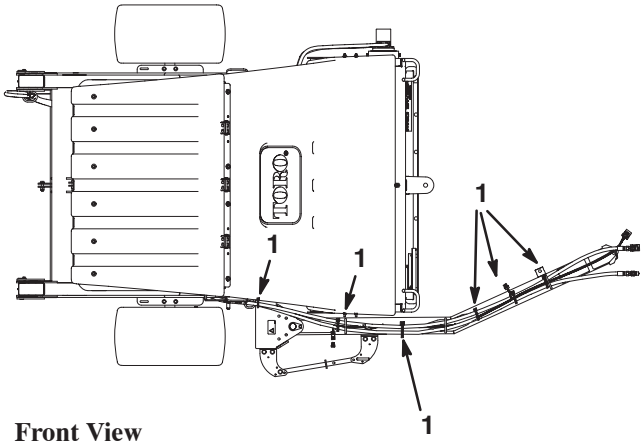

Figure 12
2. Secure the hydraulic hoses and wire harness as shown in figure 12 & 13.